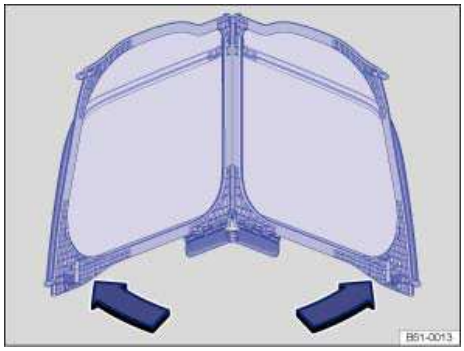

Fig. 38 Unfolding the wind blocker.
- Fold both side sections outward in the direction of the arrows ⇒ fig. 38 until they lock into place.
- Fold both side sections inward opposite the direction of the arrow ⇒ fig. 38.